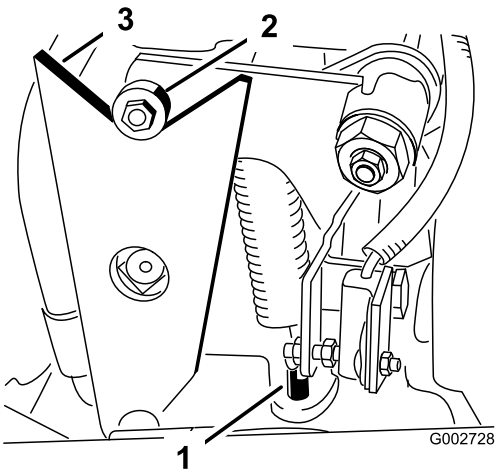

Figur 42
- Om hjulen snurrar i rätt riktning stänger du av motorn och justerar fjäderjusteringstappens låsmutter (Figur 42). Justera drivningens neutralläge. Läs mer om detta i Justera drivningens neutralinställning.